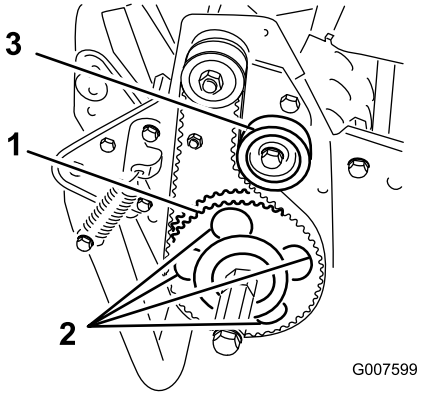

Figur 45
7. Drej drivremskiven, indtil hullerne står ud for rullelejets 4 flangeskruer (Figur 45).
11. Juster remspændingen, og spænd styreremskivens monteringsskrue (Figur 45).